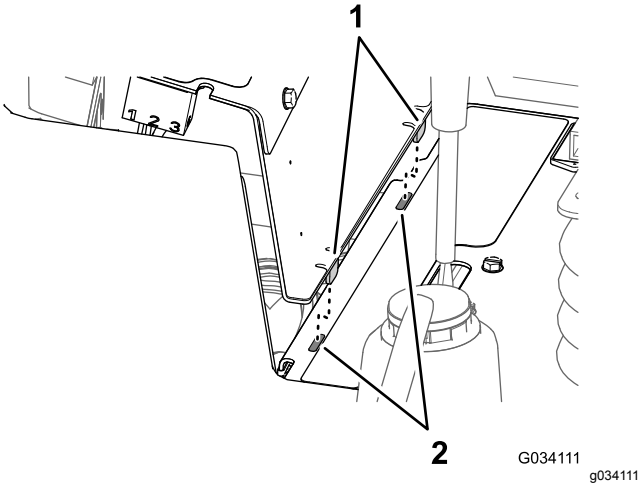

Figur 53
2. Rikta in de två flikarna längst ned på sidopanelen med de två spåren i konsolens ram (Figur 53).